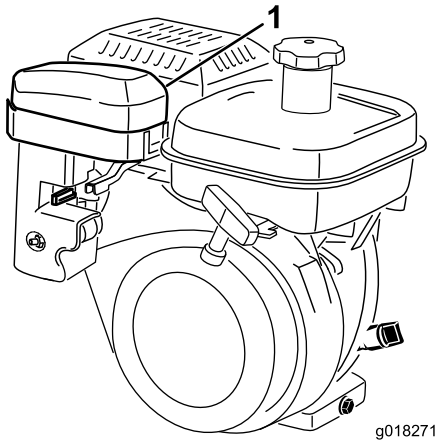
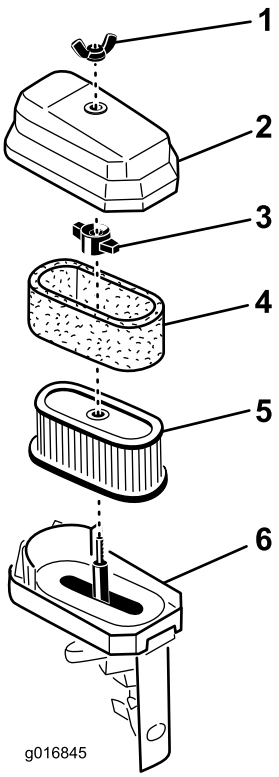

Figuur 32
Figuur 33
2. Verwijder de vleugelmoer waarmee het luchtfilterdeksel vastzit aan het luchtfilter, en haal het deksel weg. Reinig het deksel grondig (Figuur 32 en Figuur 33).
3. Als het schuimelement vuil is, moet u dit verwijderen van het papierelement (Figuur 33) Grondig schoonmaken.